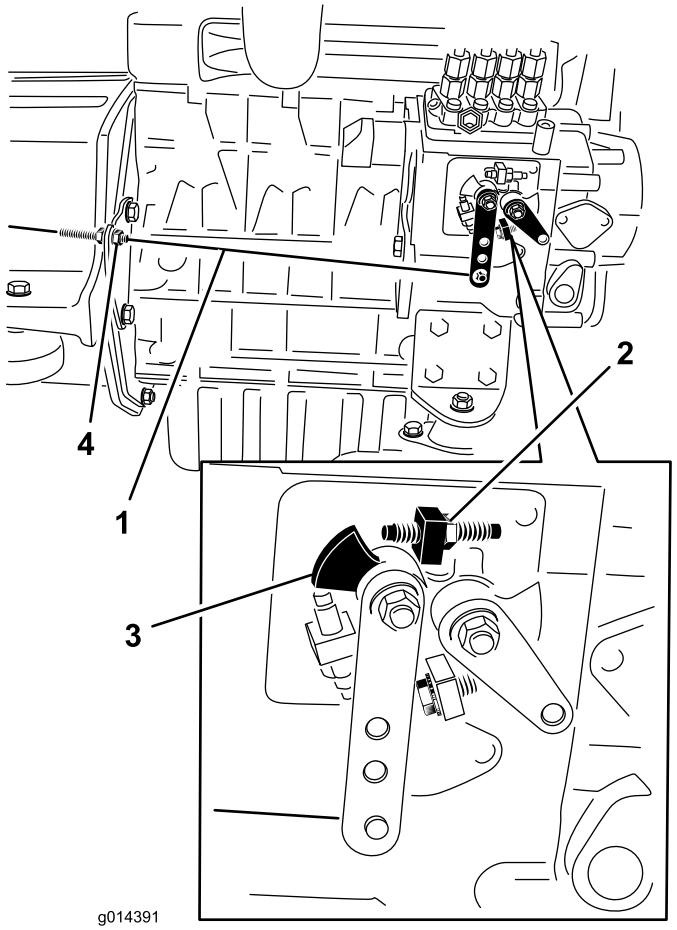

Figura 46
2. Verificate la posizione della leva di selezione della velocità sulla pompa di iniezione del carburante del motore. La leva di selezione della velocità dovrebbe venire a contatto con la vite di velocità elevata quando la leva dell'acceleratore è in posizione (di arresto) accelerata (Figura 46).
3. Se necessario, è possibile regolare la posizione dei controdadi del comando dell'acceleratore in modo tale che la leva di selezione della velocità venga a contatto con la vite di velocità elevata quando la leva dell'acceleratore è in posizione (di arresto) accelerata (Figura 46).